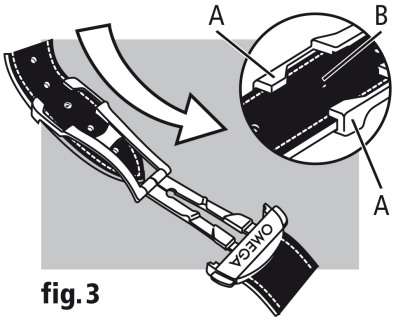

fig. 3
Ajustement de la longueur (fig. 3) : libérer le long brin des deux guidages (A) et de l'ergot (B). Déplacer le bracelet dans le sens souhaité et réengager l'ergot et les deux guidages. Essayer la montre et recommencer si nécessaire.